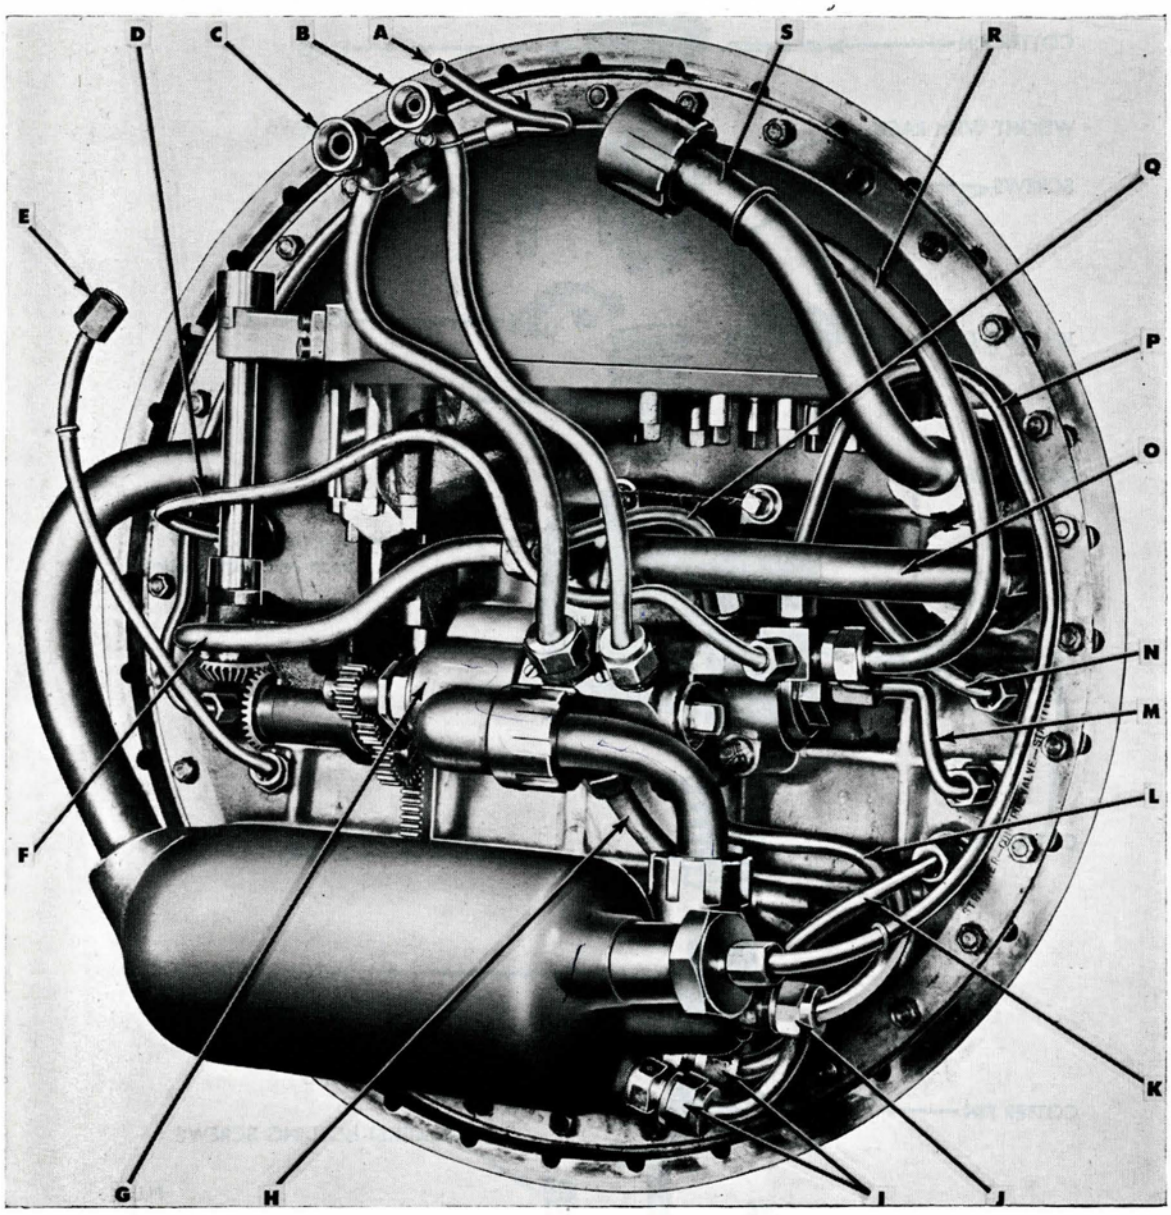
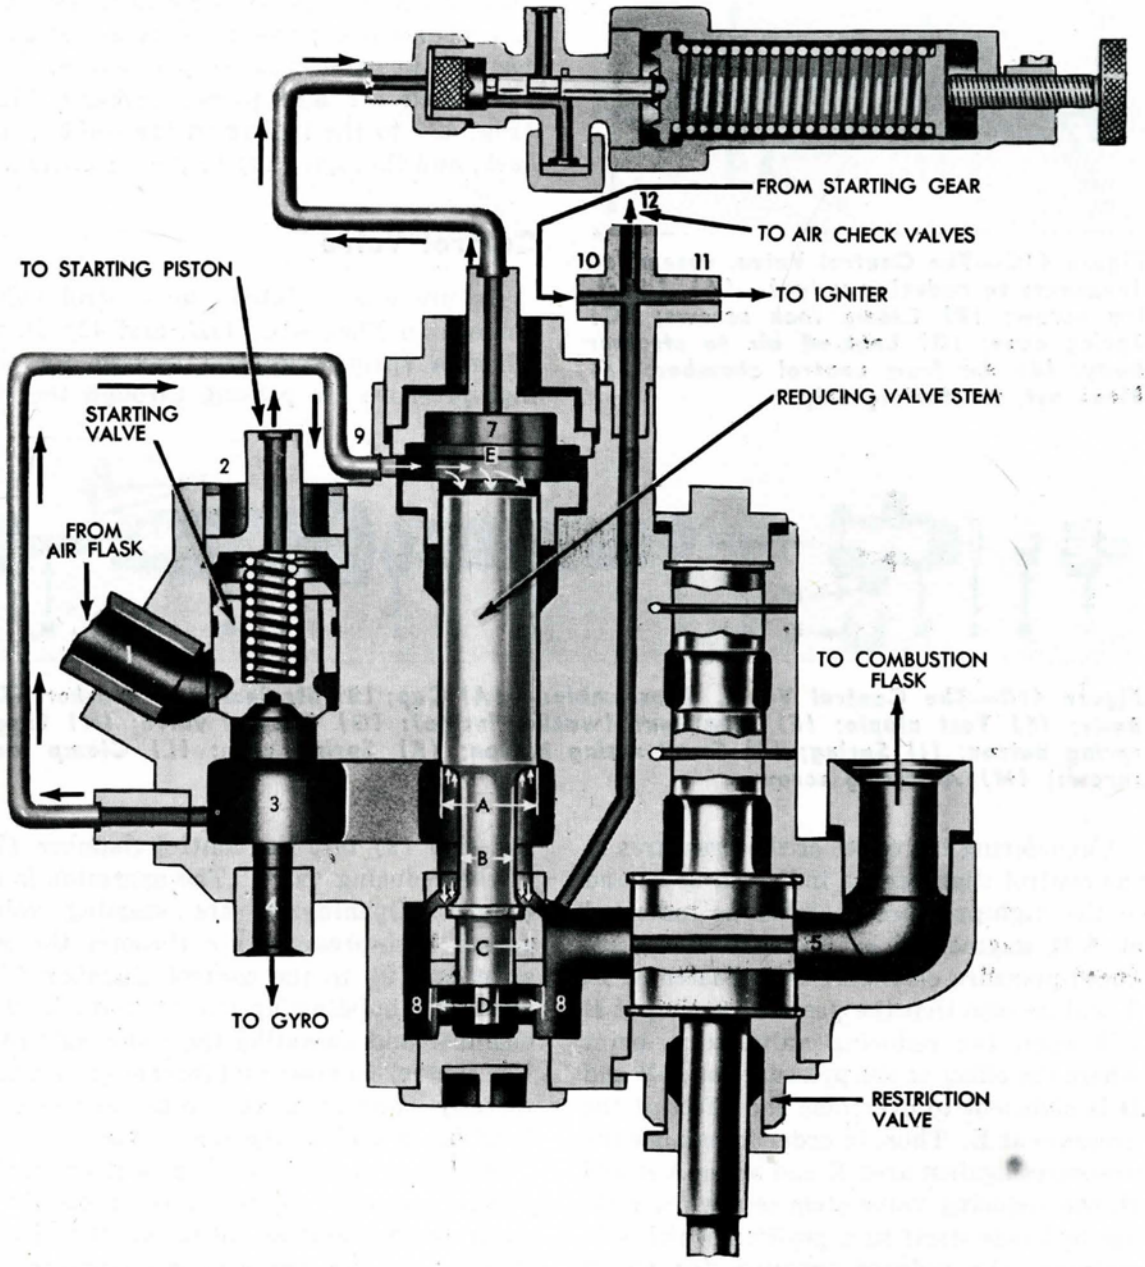

Figure 40A—The Turbine Bulkhead, with attached parts and pipe connections
Figure 42—Starting and Reducing Valve Group (including Control Valve), diagrammatic view
The starting valve, the reducing valve, and the restriction valve are contained in a single body. The body is attached to the turbine bulkhead, as shown in Figs. 40A and 40B, where it forms part of the reducing and superheating system. The complete valve body is shown in Fig. 41A, the parts disassembled in Fig. 41B. Fig. 42 is a diagrammatic drawing showing the operation of the valves.
Referring to Fig. 42, the operation of starting and reducing valves is as follows: Opening the stop valve, as described in the preceding chapter, allows high-pressure air to pass through (1) to the starting valve,
All pressures acting upward, as indicated by arrows in areas **A-B** and **D** on Fig. 42, tend to force the reducing valve upward against its seat, thus decreasing the flow of air passing through. All pressures acting downward, as indicated by arrows in areas **E** and **C-B**, tend to open the valve, thus increasing the flow of air passing through. It is therefore evident that the effective pressure area for opening the valve is in the control chamber on the upper end of the
Reduced air also passes through (11) (Fig. 42) to the igniter in the combustion flask, and through (12) to the air checks.
flask, and thereby regulate the volume of combustion to the requirements of two or five nozzle jets, two sets of restrictions, one set for high speed and one set for low speed, of the required sizes are placed between (a) the reducing valve and the superheater for air, (b) between the fuel check valve and the spray for fuel, and (c) between the water check valve and the sprays for water. These restrictions are arranged in a rotary valve (see Fig. 42) in such a manner that by rotating the valve 120 degrees a change in restrictions will be affected. The method of operating this valve to change the restrictions will be described under "Speed Change Mechanism".
The speed-change mechanism (Fig. 47; also see Figs. 40A and 40B) changes the restrictions in the air, fuel, and water delivery lines, and operates the nozzle valve, changing nozzles from high to low power, or vice versa. This is accomplished by a